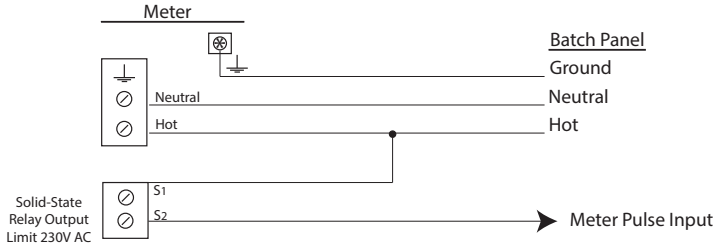

Figure 19: Batch panel power connections
- The connection shown in *Figure 19 is for batch panels that require a 115V AC hot pulse for meter signals.*